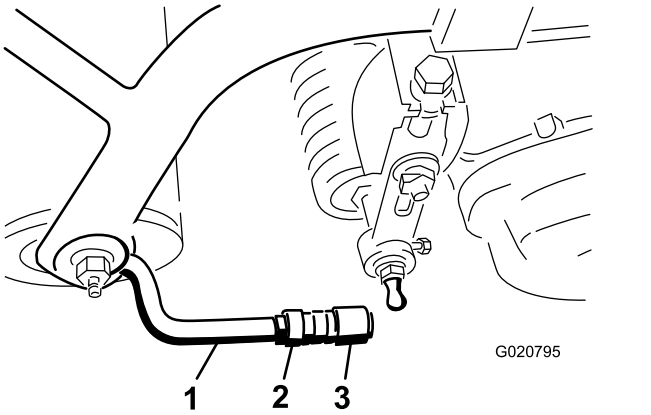

Figura 9
5. Allineate gli attacchi nei giunti sferici in modo che la parte aperta dell'attacco sia centrata verso lo spinotto a sfera e serrate i controdadi per fissare gli attacchi in posizione (Figura 9).